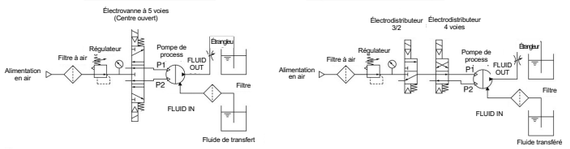

Fig. 4 : exemples de circuits actionnés par air
< Démarrage et arrêt > Reportez-vous aux exemples de circuits [Fig.4].
Note 2 : Pour l'électrodistributeur, utilisez une vanne 5 voies à centre ouvert, ou une combinaison d'une vanne 3 voies normalement fermé et une vanne 4 voies. Si l'air dans la chambre de pilotage n'est pas refoulé lorsque la pompe est arrêtée, la membrane serait alors sujette à la pression et sa durée de vie serait réduite. Voir les exemples de circuits (1) et (2) [Fig.4].